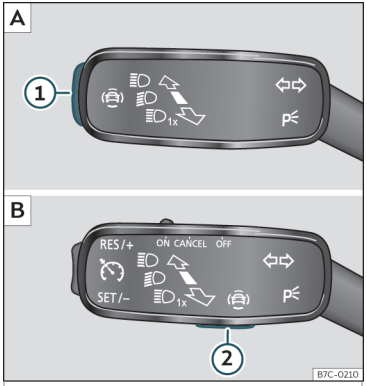

Fig. 62 En la palanca de intermitentes y de luz de carretera: tecla para los sistemas de asistencia al conductor (según versiones).
• Pulse brevemente la tecla ››› **fig. 62** ① o ② para abrir el menú **Asistentes**.